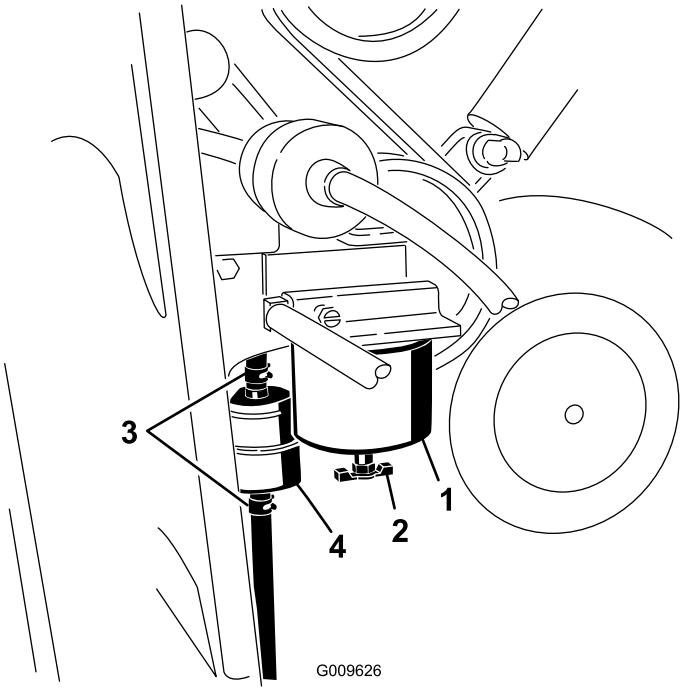

**Figur 36**
1. Placera en ren behållare under bränslefiltret som sitter på motorns högra sida (Figur 36).
2. Rengör området där filterskålen ska monteras (Figur 36).
3. Avlägsna filterskålen och rengör fästytan (Figur 36).
5. Montera filterskålen för hand tills packningen vidrör fästytan, och vrid sedan ytterligare ett halvt varv (Figur 36).
6. Det inbyggda filtret sitter bakom bränslefilterskålen (Figur 36). Kontrollera åt vilket håll flödespilen pekar. Pilen sitter på sidan av det inbyggda filtret.
7. Lossa klämmorna på det inbyggda filtrets ändar och skjut bort slangarna från det (Figur 36). Kasta bort filtret.
8. Skjut slangarna över änden på det nya filtret (Figur 36) och kontrollera att pilen på filtret pekar i samma riktning som på det gamla filtret.